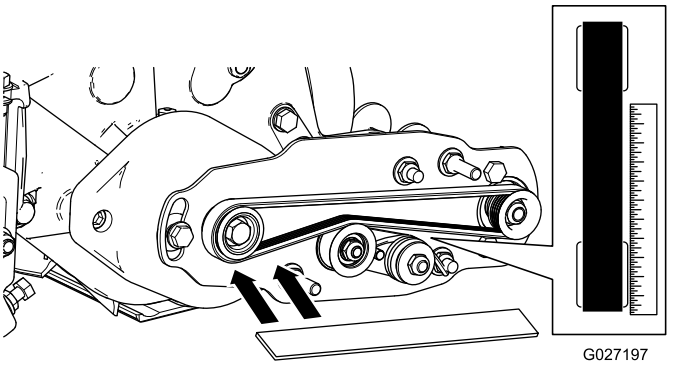

図 18
- **駆動**プーリの外側面に直定規を当てる図 18。駆動プーリと受動プーリの両方に直定規を当て **ない** こと。